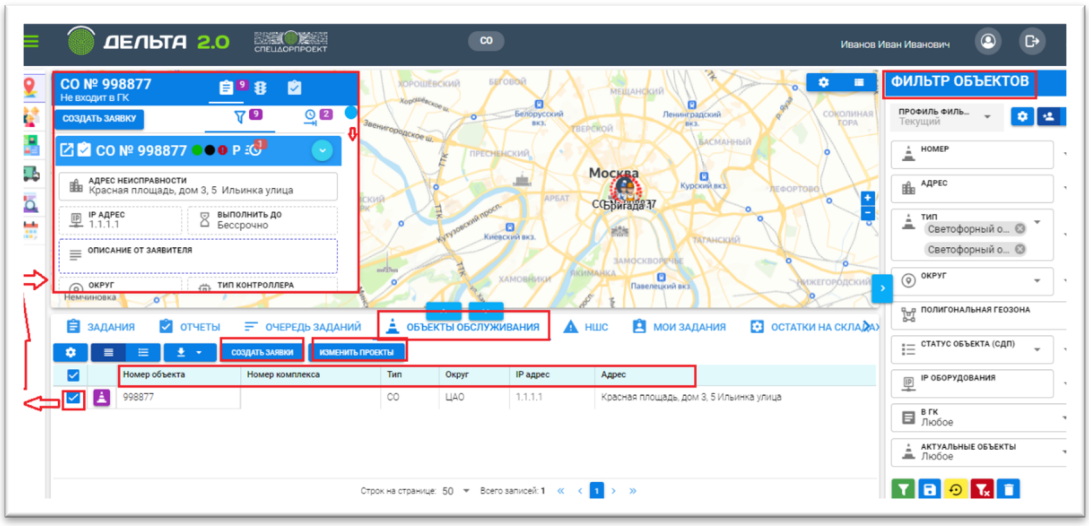

Рисунок 69 - Вкладка «Диспетчерская», вкладка «Объекты обслуживания», доступные опции
- Вкладка «Объекты обслуживания». В данной форме доступны следующие опции: выбор объекта обслуживания в режиме popup (всплывающее окно), откроется карточка объекта для быстра доступа и сводной информации по объекту; просмотр информации об объекте в табличном формате с отображением информации о номере объекта, номере комплекса, типе, округе, IP адресе и адресе. При выборе объекта (отмечаем галочкой слева в начале строки) доступны быстрые опции по выбранному объекту: создать заявки, изменить проекты. Фильтр объектов обслуживания используется для оптимизации поиска и фильтрации объектов обслуживания в системе по заданным параметрам (Рис. 69).